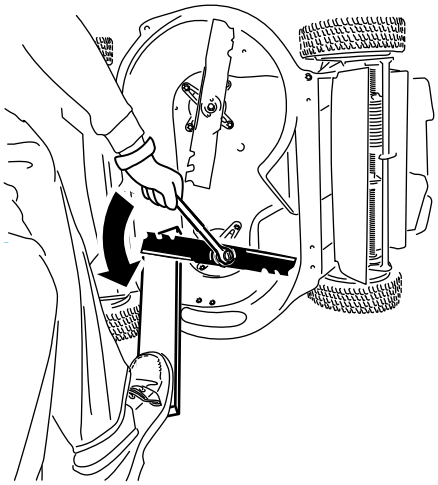

Figura 36
1. Utilice un bloque de madera para inmovilizar cada cuchilla y gire el perno de la cuchilla en el sentido contrario a las agujas del reloj, según se muestra en Figura 36.